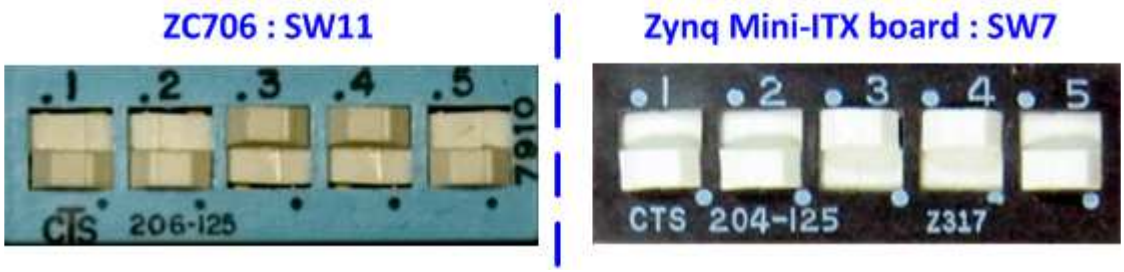

Figure 2-2 Boot mode Setting
3) Set Boot mode (SW11 for ZC706 and SW7 for Zynq Mini-ITX board) = “00110” to select configuration option = SD mode, as shown in Figure 2-2